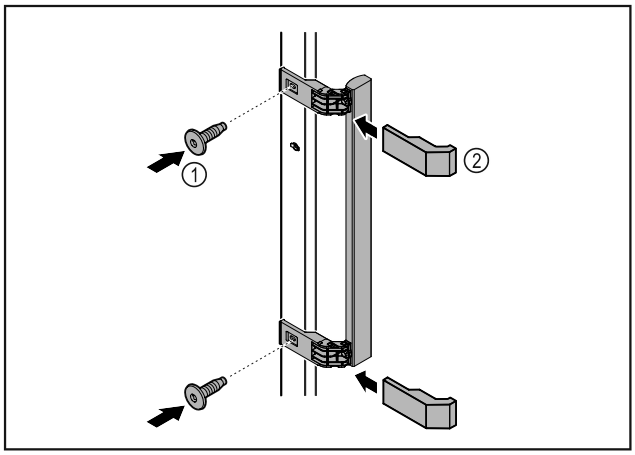

Fig. 51
▶ Atașați mânerul din pachetul de accesorii la ușă cu ajutorul șuruburilor incluse *Fig. 51 (1)*.
▶ Aplicați capacul *Fig. 51 (2)*.